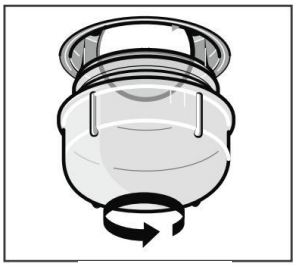

Рисунок 5
2. Поверните стеклянную крышку против часовой стрелки (рисунок 5).